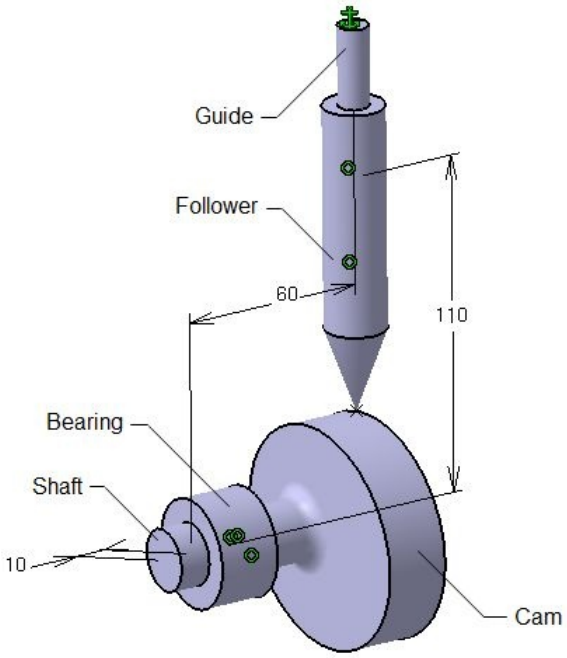
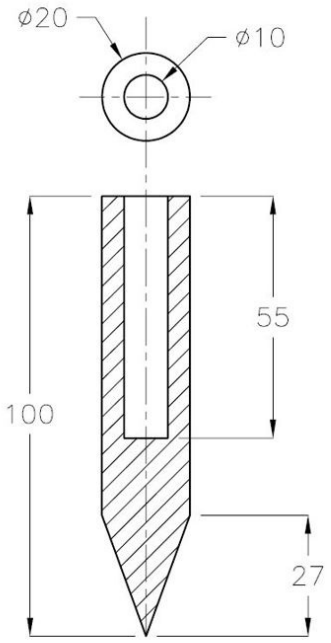
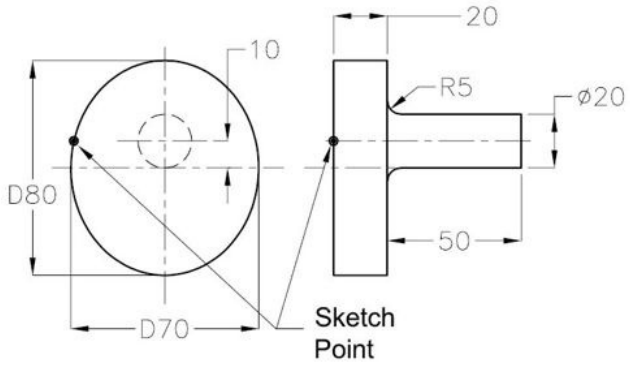

Figure 16-78 *The Cam and Follower mechanism*
Figure 16-79 *View and dimensions of the Follower*
Figure 16-80 *View and dimensions of the Cam*
In this tutorial, you will create the Cam and Follower mechanism shown in Figure 16-78. The orthographic views and dimensions of the parts are shown in Figures 16-79 through 16-81. You need to place a sketch point on the cam, as shown in Figure 16-80. This point will be used as a reference point while creating the mechanism. (**Expected time: 2 hr**)
1. Create all parts of the assembly and then save them as separate part files at *CATIA/c16/Cam Follower mechanism*. (While creating a Cam, create a sketch point over the edge of the Cam, refer to Figure 16-80).